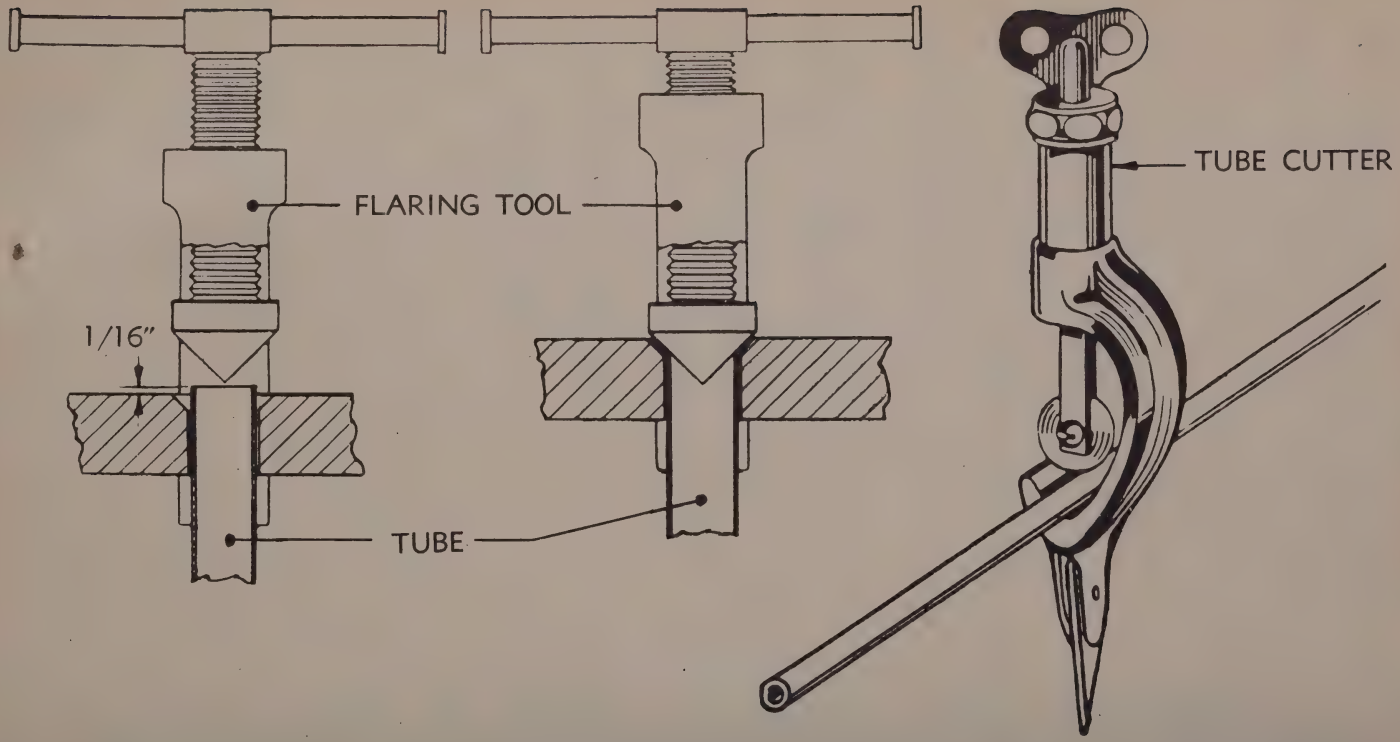

Figure 152—Flaring Tools
(3) Use extreme care to keep dirt or other foreign material out of the hydraulic system. For this reason, when making a flare, cut the tubing with a tube cutter instead of a hacksaw. Feed the cutting wheel (fig. 152) a very small amount each time the tool is rotated 360 degrees until the tube is cut. If the cutter is fed too rapidly, the end of the tubing may be beveled inward. Slip the flare nut over the end of the tube and grip the tube in the flaring tool block, allowing the end to project approximately 1/16-inch. Do not turn it down too hard as the flared end will be thinned out and become brittle. The flared end of the tube should be sufficiently large to form a good seat on the male part of the flare